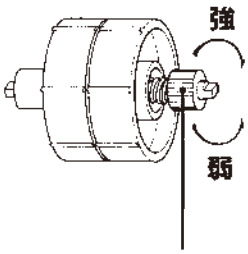

図4 パワーリールつまみ
■図4のパワーリールつまみを強弱いずれかの方向に回して、調整してください。テープの種類・状態により条件が異なりますので、目安はありません。